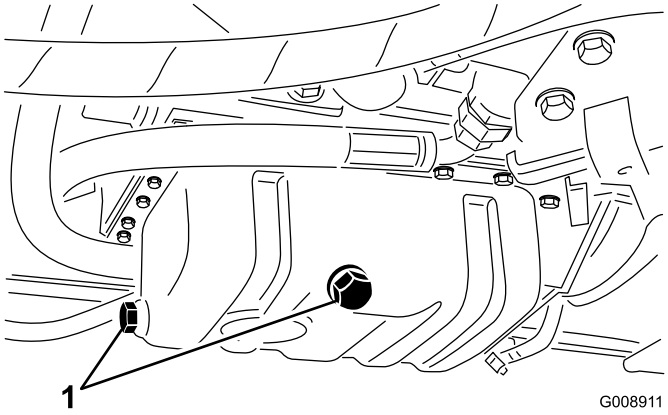

**Figuur 41**
1. Verwijder de aftapplug (Figuur 41) en laat de olie in een opvangbak lopen.